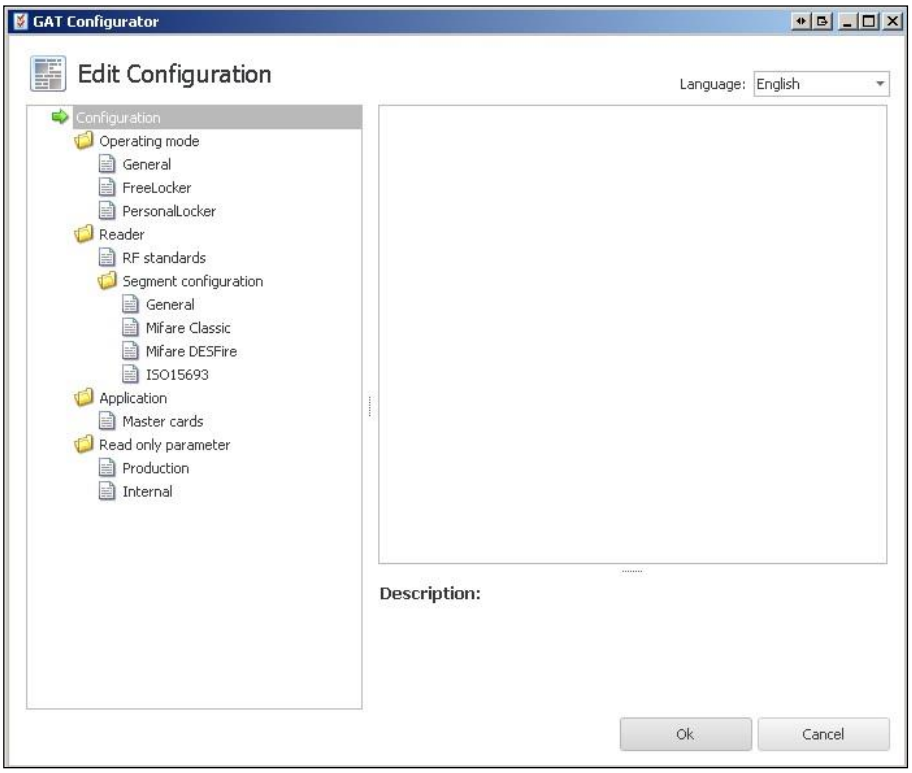

Figure 5.5 *– GAT Configurator window*
- The GAT Configurator window opens (Figure 5.5).
► Click on “OK” in the GAT Configurator Window (Figure 5.5).